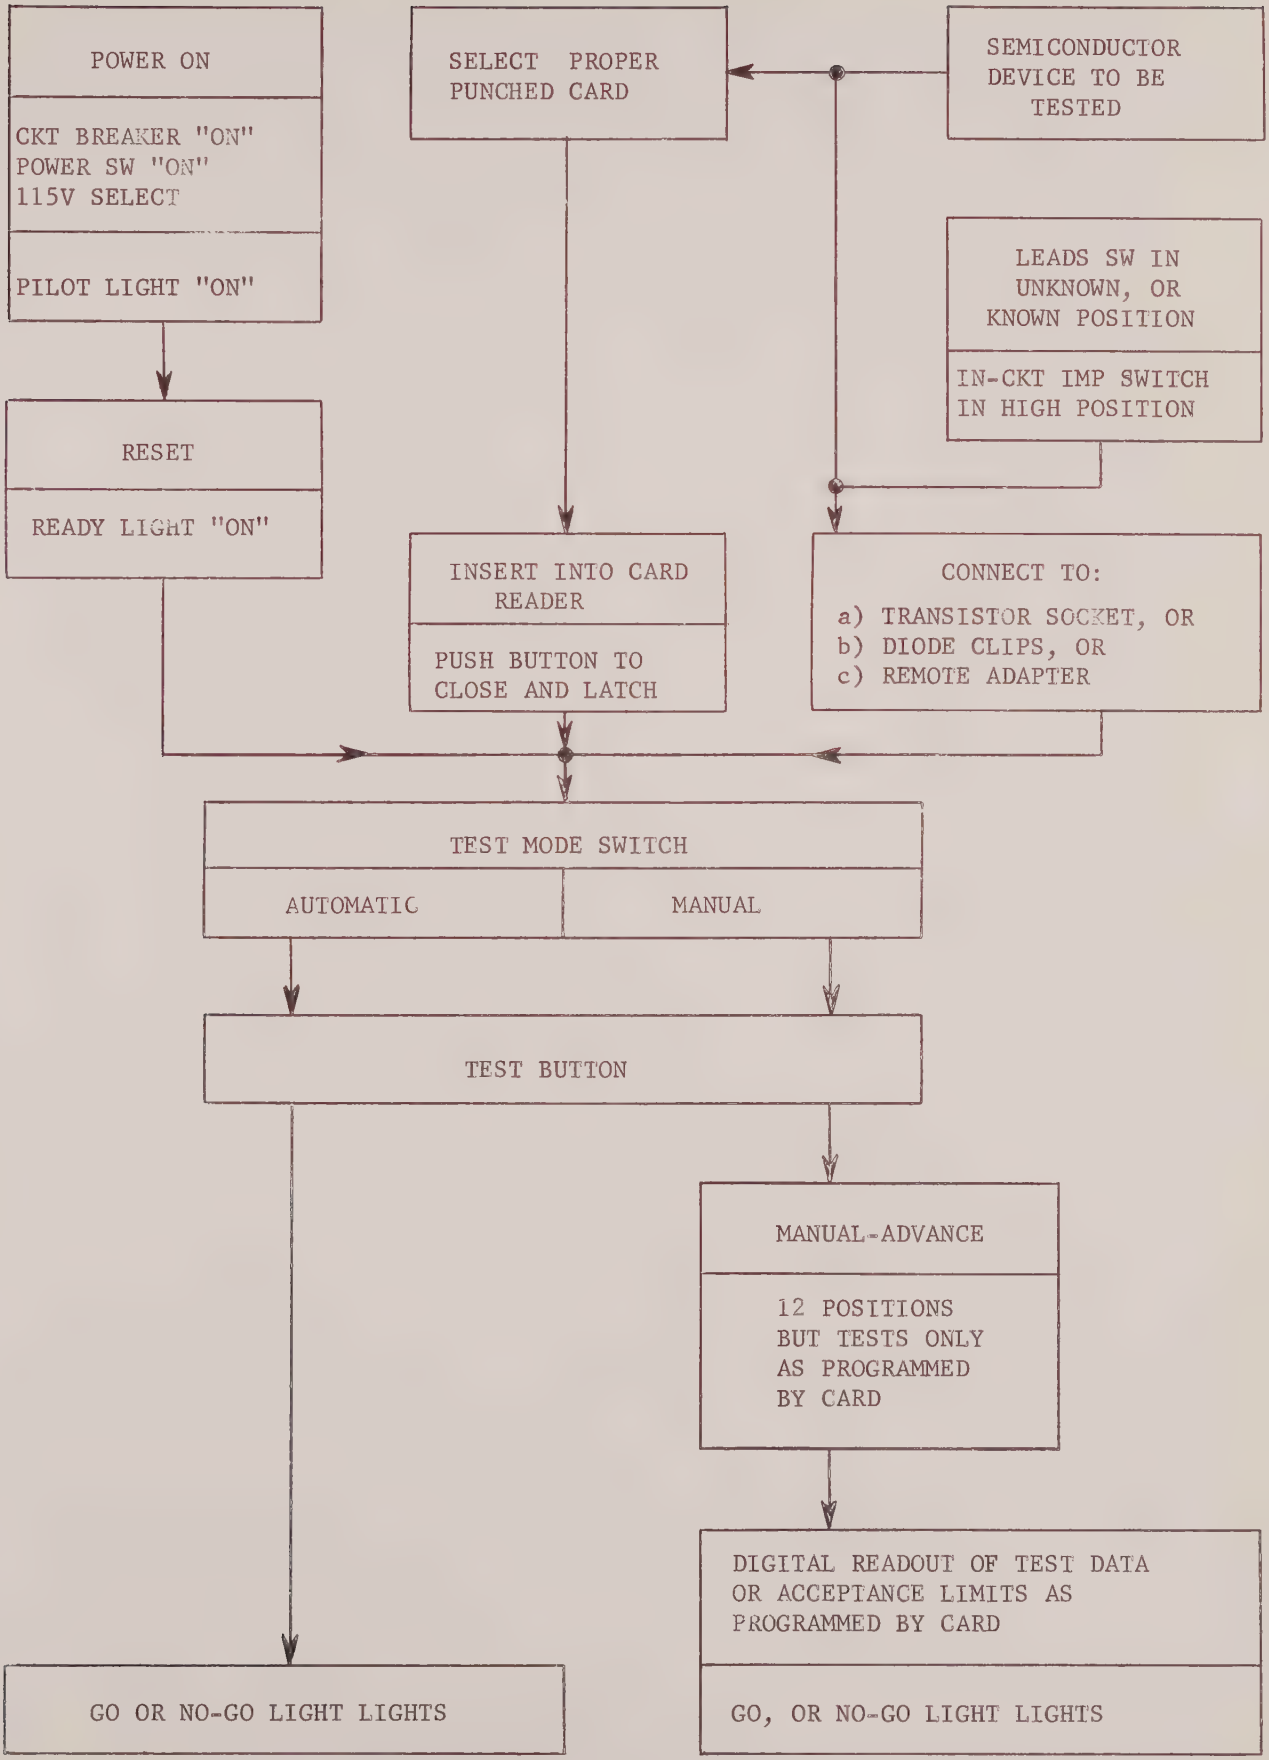

Figure 6. Operating Sequence Block Diagram for Out-of-Circuit Tests.
b. Out-of-Circuit Testing. Refer to Figure 6, the Operating Sequence Block Diagram for out-of-circuit tests.